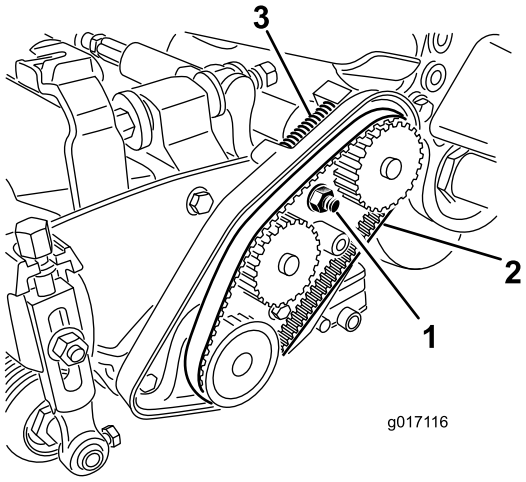

Rysunek 17
3. Poluzuj nakrętkę przy osłonie łożyska (Rysunek 17).
5. Zdejmij pasek (Rysunek 17).
12. Upewnij się, że sprężyna dociskowa zapewnia napięcie paska (Rysunek 17).